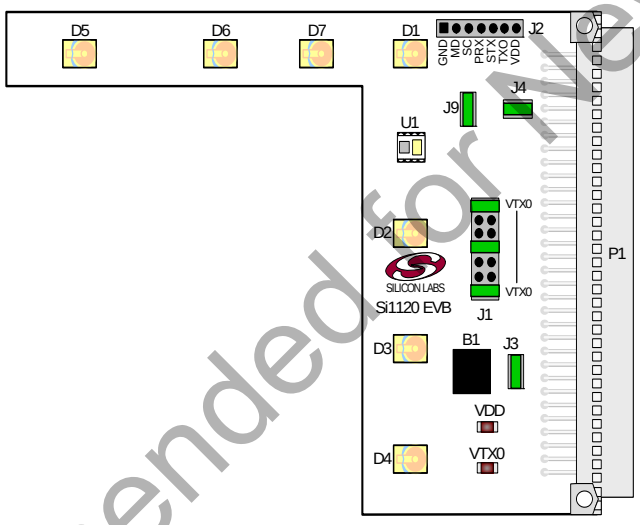
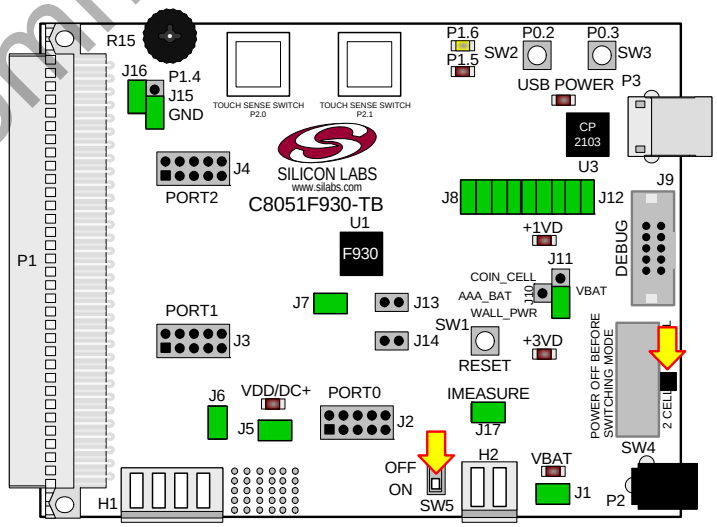
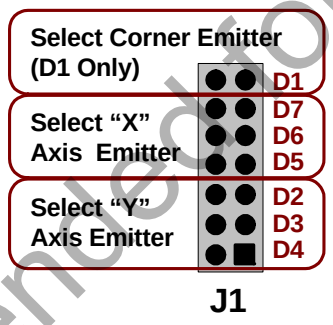

**Figure 1. Si1120 Evaluation Board—Shorting Block Settings**
**Figure 2. C8051F930 Target Board—Shorting Block and Switch Settings**
**Figure 4. Header J1 Setup**
The Si1120EK is intended as an evaluation and development platform for the Si1120 infrared proximity and ambient light sensor. Two PCBs are included in the kit: the Si1120 EVB shown in Figure 1, and the C8051F930-TB shown in Figure 2. Although the C8051F930-TB is part of the development kit, the documentation in this user's guide will focus on the Si1120 EVB and the example firmware. For more specific information on the C8051F930 TB, refer to the "C8051F930-DK User's Guide". The main components of the Si1120 EVB are the Si1120 sensor (U1), the infrared emitters (D1 through D7), and header J1 which allows for selection between different infrared emitters on the board. On this PCB, the infrared emitters used are OSRAM part number SFH 4650-Z. These emitters have a power rating of 45 mW and a half-angle of 20 degrees. Other emitters with different characteristics may also be used, depending on the specific application requirements.
1. Ensure the shorting blocks are configured for basic operation on both boards, as shown in Figure 1 and Figure 2.
To function properly with the demonstration firmware, the shorting blocks on header J1 should be set as indicated in Figure 1. However, these can be set differently, according to the application. The corner emitter is fixed at D1, but a shorting block point is provided for debug purposes. The “X” and “Y” axis emitters can each be moved between three different positions on the board, as shown in Figure 4.
2. Linearized distance measurements for each IR channel. The raw proximity values output from the Si1120 will be exponentially larger the closer an object is to the sensor. The channels labeled "Radius 1", "Radius 2" and "Radius 3" are linearizations of the raw data output from the sensor when illuminating the three different selected emitters. To use the example effectively, the shorting blocks on header J1 should be set according to the diagram in Figure 1. This will select D1, D4, and D7 as the three reference emitters.